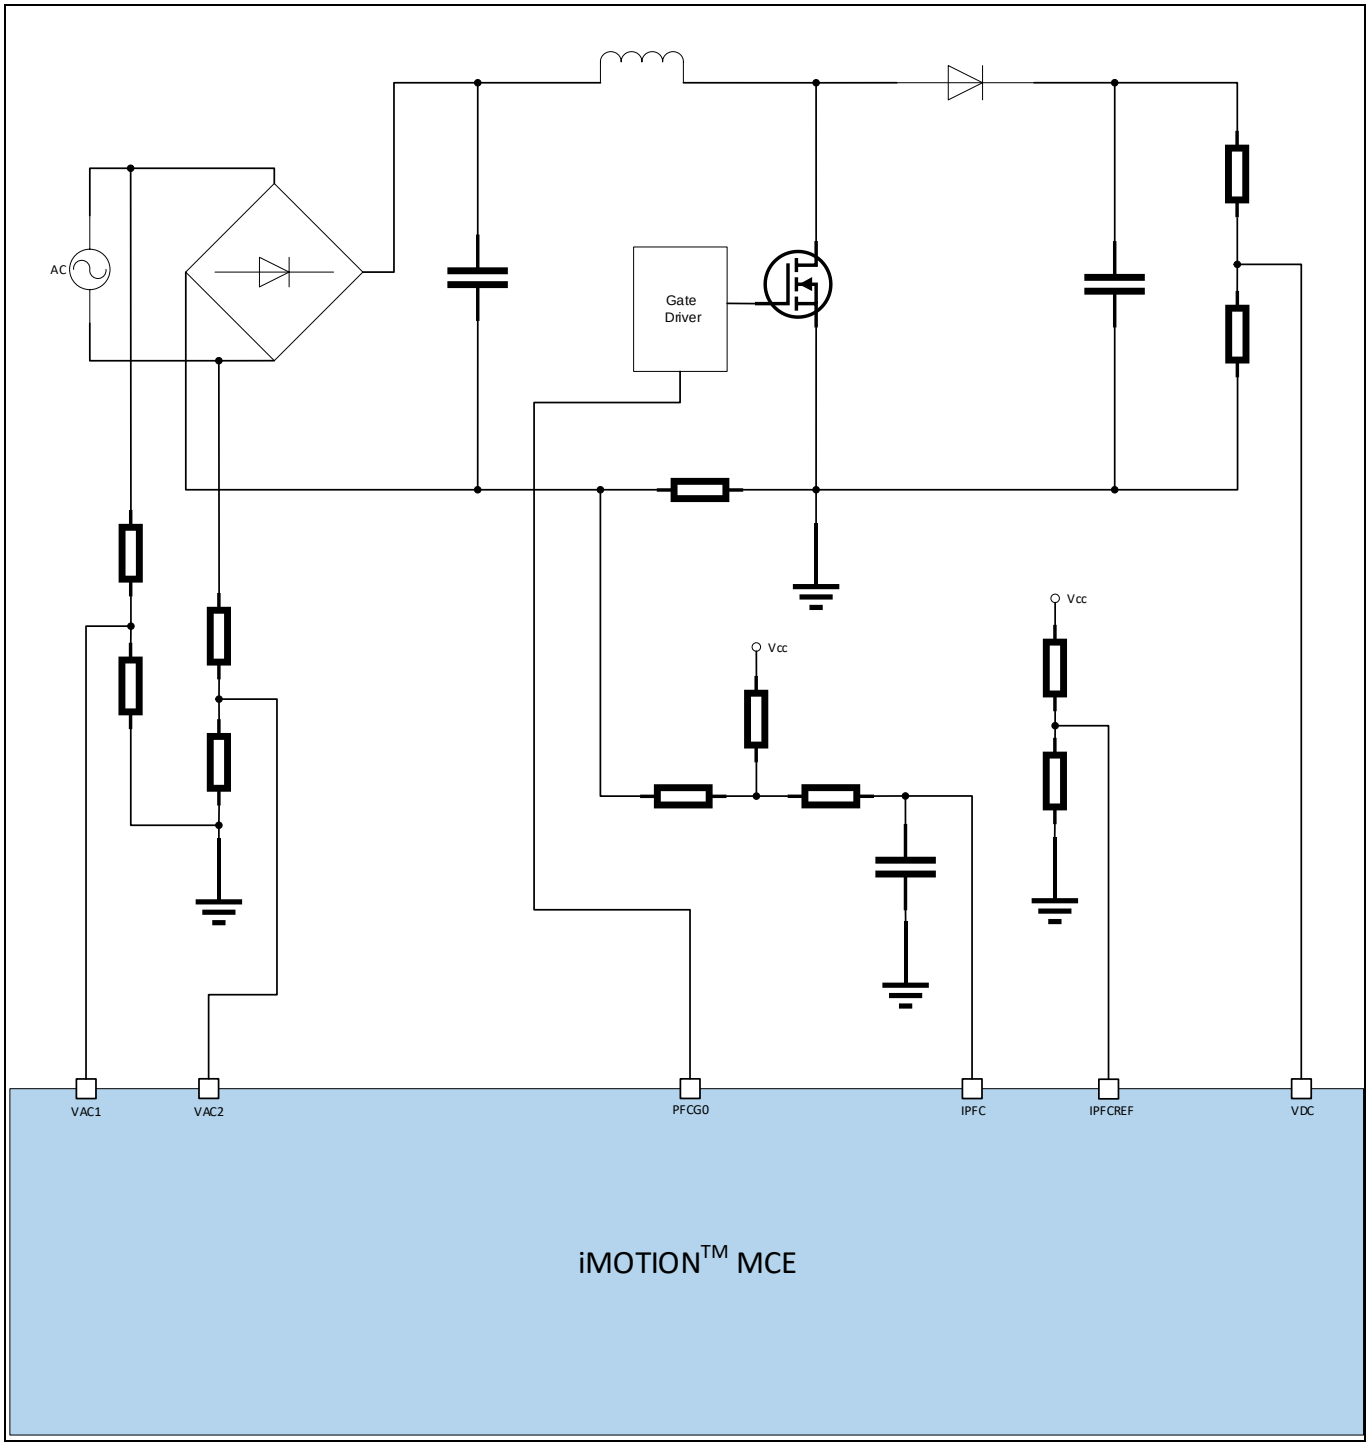

Figure 2 Single Switch Boost PFC Block Diagram
- Single switch boost PFC (Figure 2)